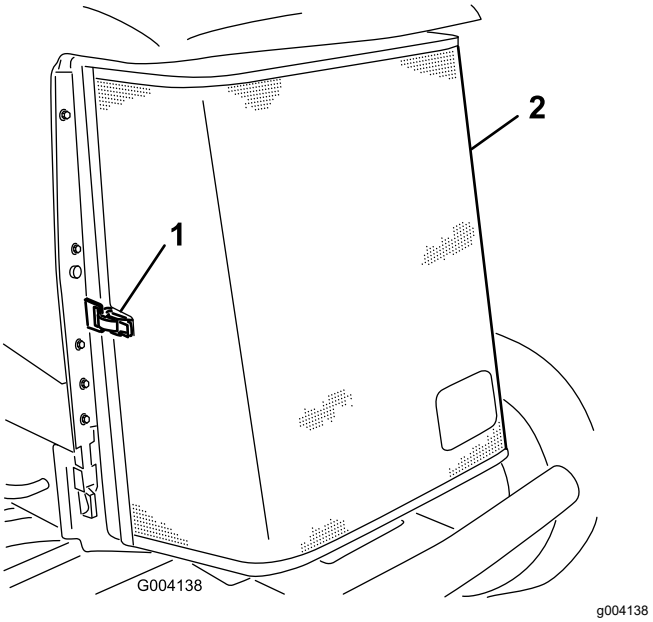

Figur 109
5. Lås upp den bakre panelen och vrid den så att den öppnas (Figur 109).